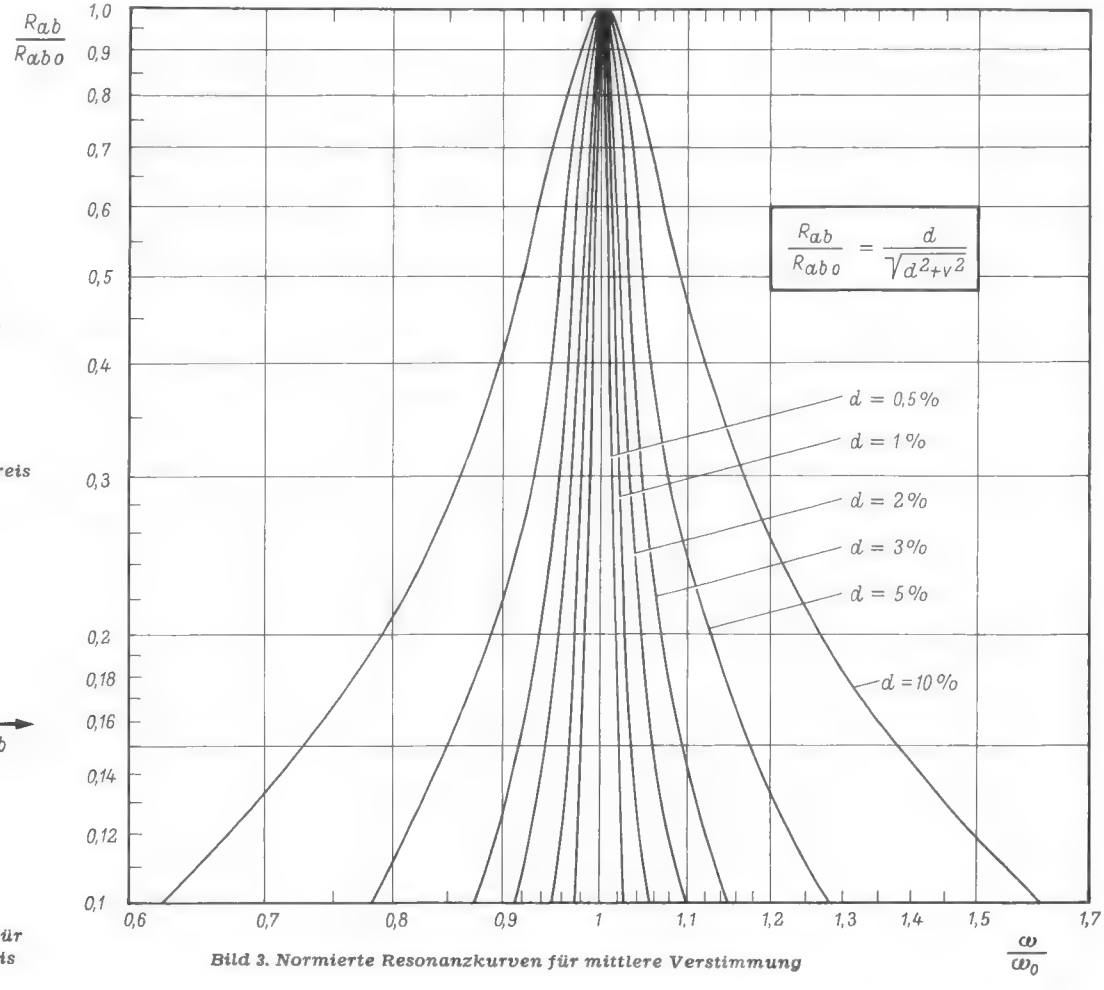

Bild 3. Normierte Resonanzkurven für mittlere Verstimmung
Jede dieser durch Gleichung (13) gegebenen Kurven (d = Parameter) geht für $\omega = \omega_0$ durch $R_{ab}/R_{ab\,0} = 1$. Für $v = d$ geht $R_{ab}/R_{ab\,0}$ durch $1/\sqrt{2}$. Diese Verstimmung heißt die Bandbreite, siehe *Bild 3* und *Tabelle 1* auf Blatt 2a.